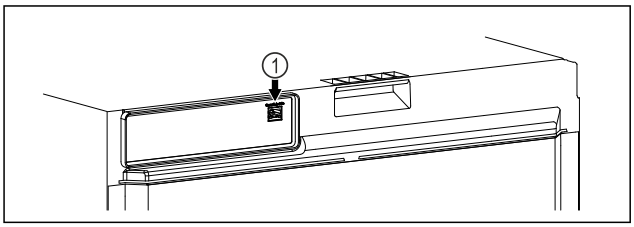

Fig. 103
❑ SmartModule *Fig. 103 (1)* is geplaatst.